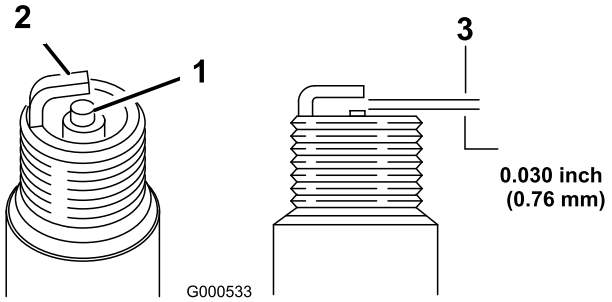

Figur 31
8. Indstil afstanden til tændrøret til 0,76 mm (Figur 31).